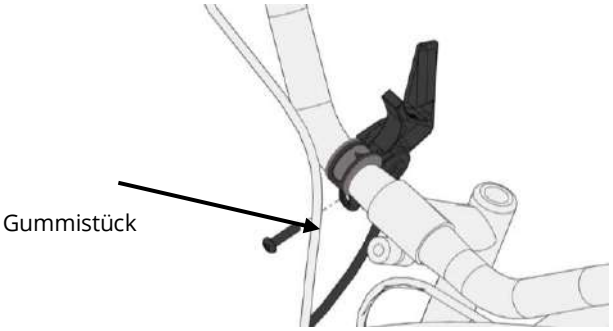

Abbildung 61 - Ansicht des Feststellhebels und seine Schraubelemente
- Lösen Sie das Befestigungselement des Feststellhebels aus Gummi (Schnellspannschraube oder Spannrad) (siehe Abbildung 61);